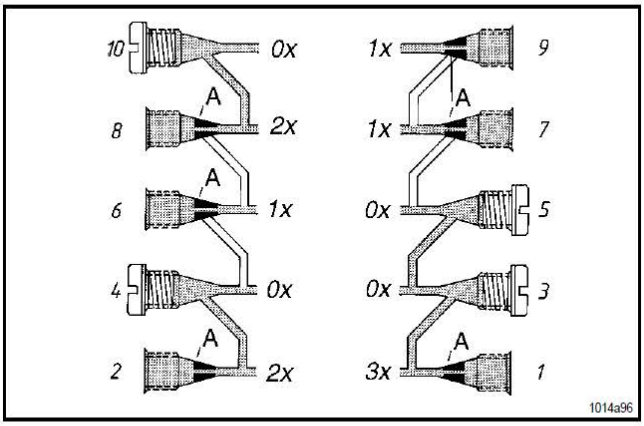

Rys. 14. Grupowanie wyjść
- Na rys. 14 wyjście nr 10 jest zablokowane. Dawka środka smarnego podawana do tego wyjścia przepływa kanałem łączącym do wyjścia nr 8.